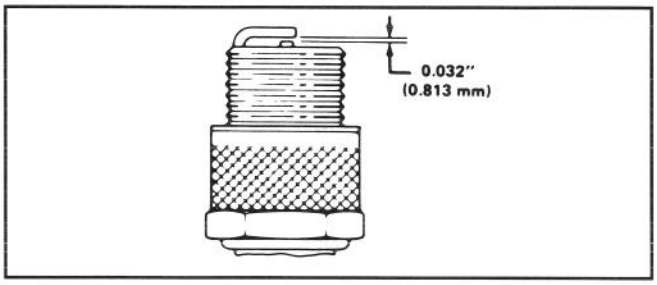

Afbeelding 15
3. Stel de elektrodenafstand af op 0,8 mm (Afb. 15). Installeer de juiste bougie en pakking en draai de bougie stevig vast tot 20 N·m.